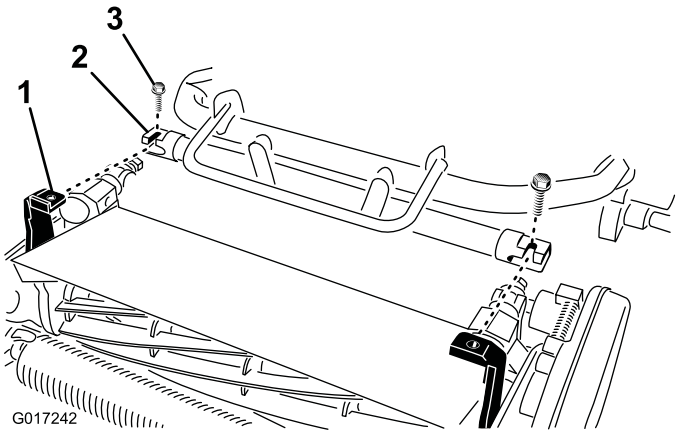

Figura 5
4. Mueva el bastidor de la unidad de tracción (Figura 5) hacia adelante hasta que se acople en los brazos de pivote de la unidad de corte.
5. Sujete el bastidor de la unidad de tracción a los brazos de pivote de la unidad de corte con 2 pernos de 3/8 x 3/4 pulgada (Figura 5).